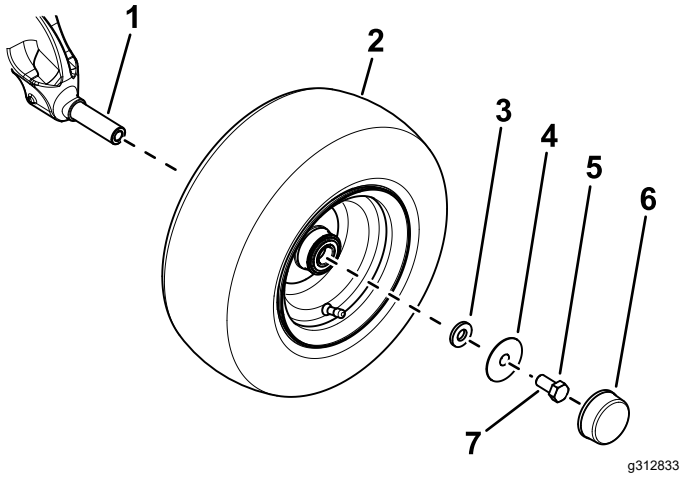

Bild 3
B. Verwenden Sie eine kleine Unterlegscheibe, eine große Unterlegscheibe, eine Schraube (⅝" x 1¼") und eine Staubkappe, um das Rad an der Achsspindel zu befestigen (Bild 3).
D. Bringen Sie die Staubkappe am Rad an (Bild 3).